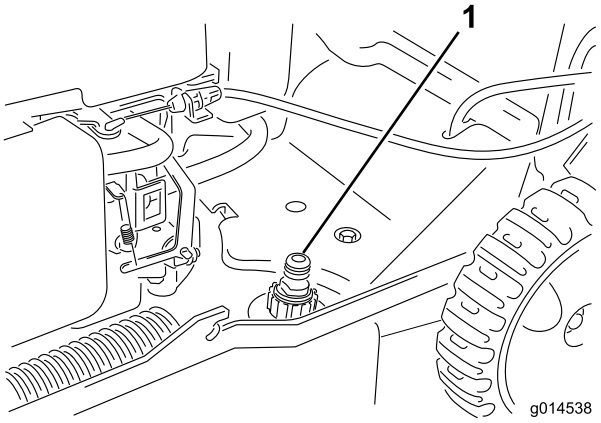

Figuur 27
3. Bevestig een tuinslang die aangesloten op een kraan, aan de wasaansluiting op de maaikast (Figuur 27).